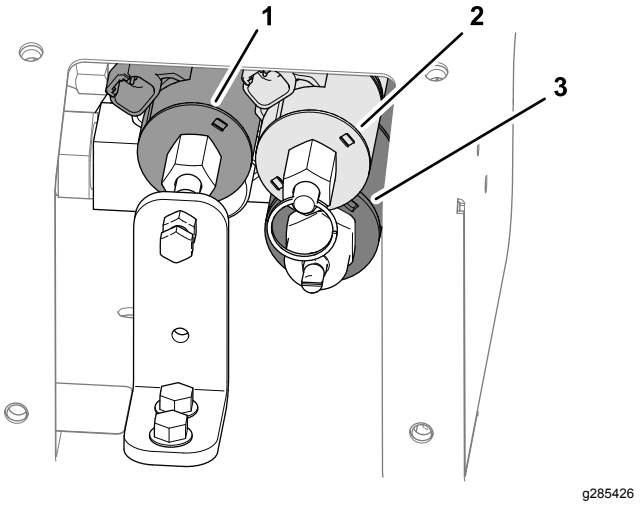

Rysunek 29
3. Odszukaj 3 zawory sterujące (Rysunek 29).